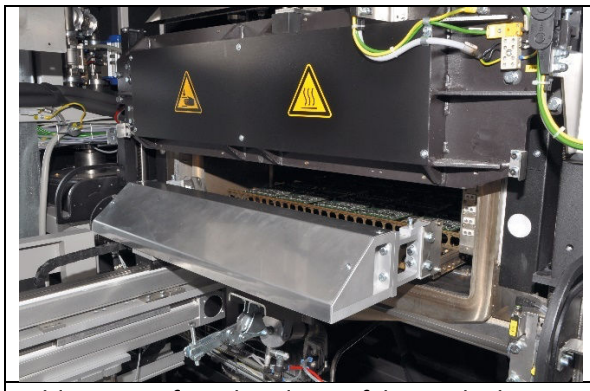

Bild 1: BG auf WT bei der Einfahrt in die leere Prozesskammer
Bei Kraus Hardware kommt das Injektionsverfahren nach Garidel zum Einsatz. Die Anlage verfügt über eine gasdichte Prozesskammer mit beheizten Wänden. Das Prozessmedium Galden HS240 befindet sich in einem Vorratstank, der per Dosierpumpe mit der Prozesskammer verbunden ist. In der Kammer lässt sich zusätzlich ein Vakuum (Unterdruck) erzeugen. Die zu lötenden Baugruppen (BG) werden auf einem Warenträger (WT) positioniert, der nach Beladung in die noch leere Prozesskammer eingefahren wird (Bild 1).